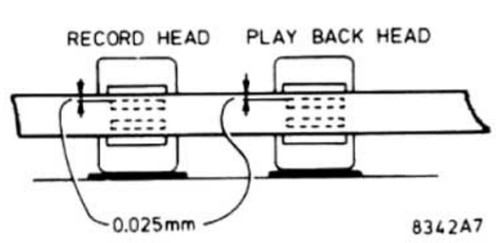

Fig. 11
c. Kophoogte-instelling (Fig. 11)